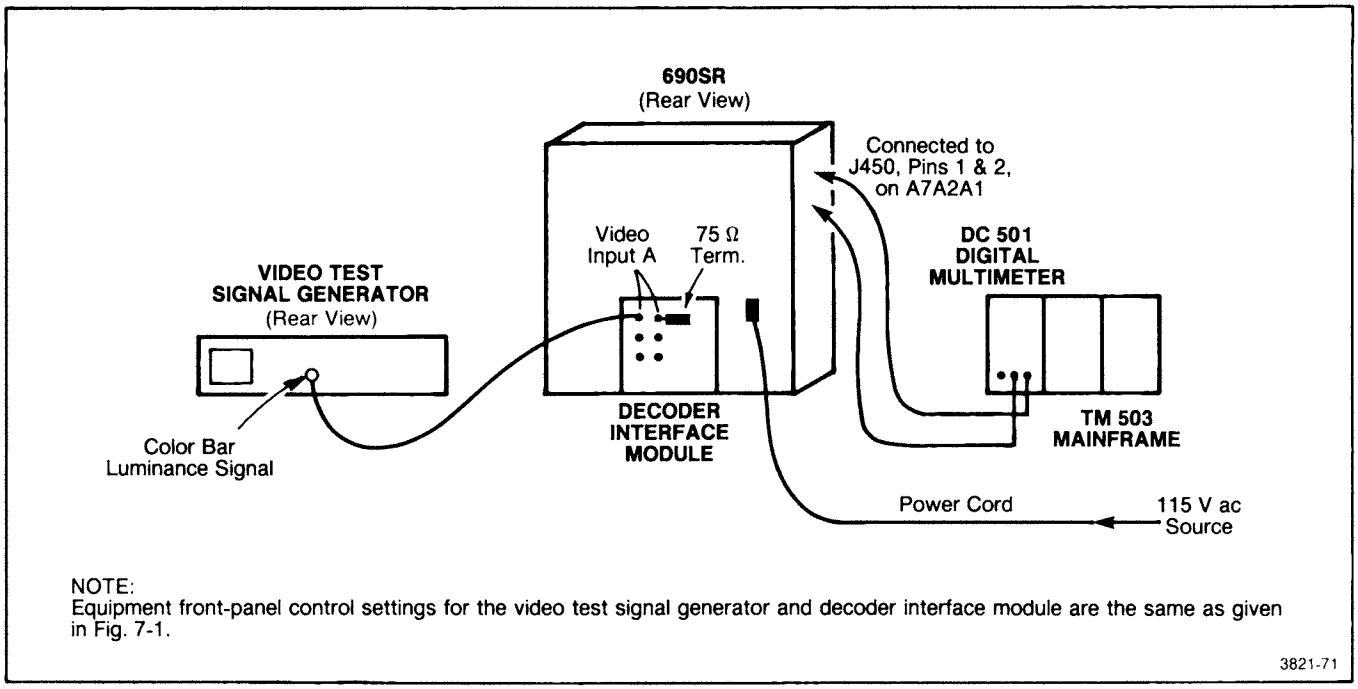

Fig. 7-2. Equipment setup conditions for adjusting the high voltage supply.
a. Use Fig. 7-2 as a guide for connecting the equipment and setting the front-panel controls.
b. Check that the digital multimeter is connected to J450, pins 1 and 2 (lower two pins), on the High Voltage Regulator board, A7A2A1, as indicated in Fig. 7-2. Be sure that the input impedance of the multimeter is 10 MΩ or higher. (Note: J450 is labeled J209 on the cover of some instruments.)